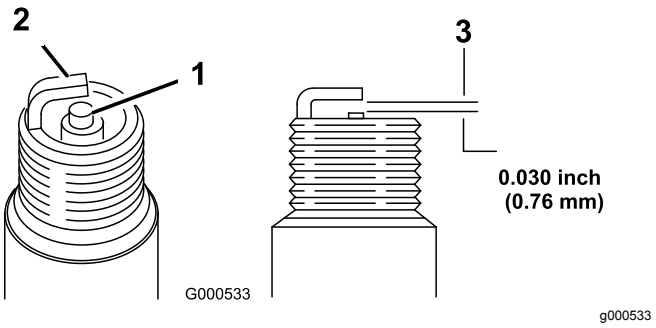

Figuur 25
5. Stel de elektrodenafstand in op 0,76 mm zoals getoond in Figuur 25.